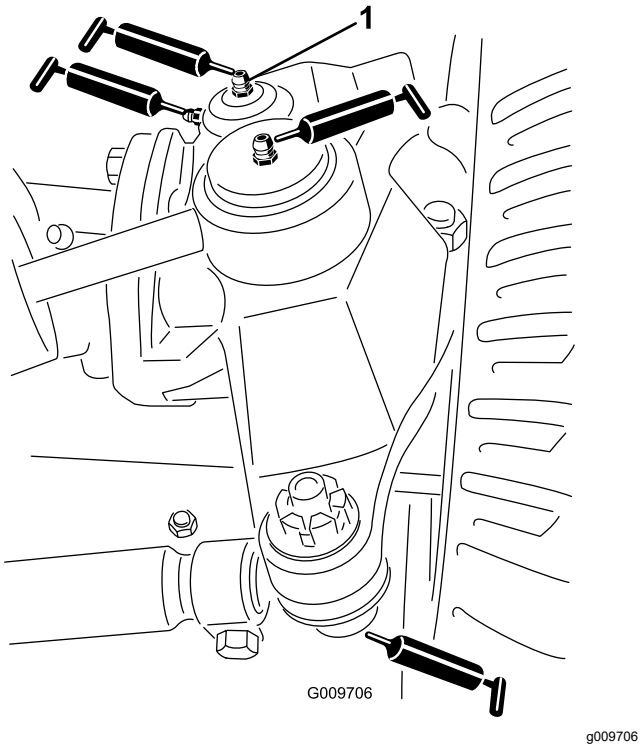

Figur 76
- Styretøjscylinderens kugleled (2) som vist i Figur 76
- Forbindelsesstangens kugleled (2) som vist i Figur 76
- Styreboltbøsninger (2) som vist i Figur 76